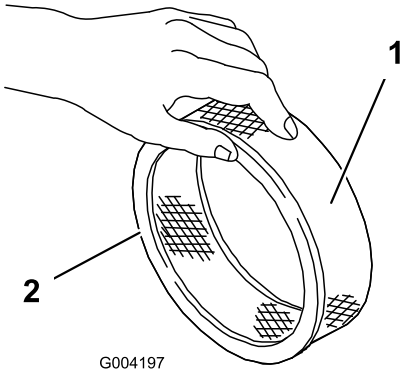

Figur 17
5. Undersøk om papirfilteret har skader, et oljet belegg eller om gummitetningen er skadet (Figur 17).
1. Skyv skumforfilteret forsiktig på papirfilteret (Figur 17).